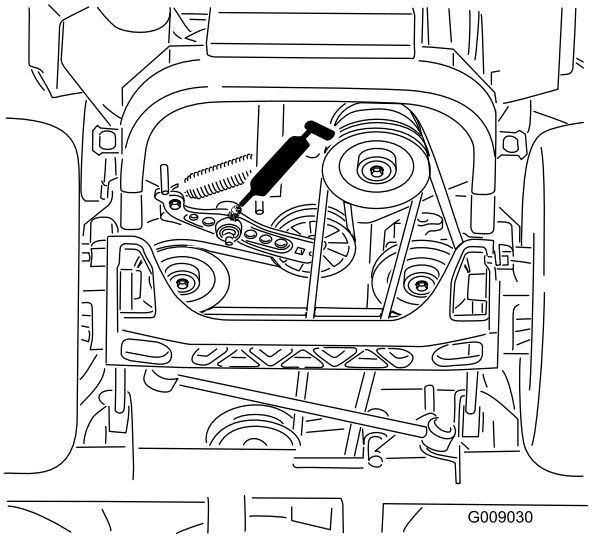

**Figure 44**
5. Graissez le bras de la poulie de tension de la courroie d'entraînement (Figure 44).